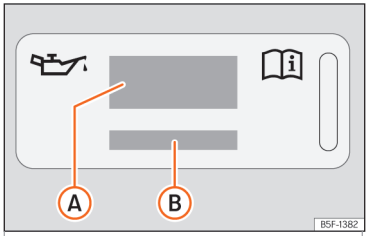
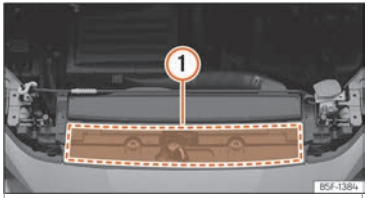

Fig. 187 In the engine compartment: engine oil label
Fig. 188 In the engine compartment: area where the engine oil label is located
Key to the ››› Fig. 187:
If the engine oil has to be topped up, use one of the oils shown on the label ››› Fig. 187. The label with the prescribed standard is located at the front of the engine compartment ››› Fig. 188 ①. If you use the recommended engine oil, you can top up the oil as often as necessary.